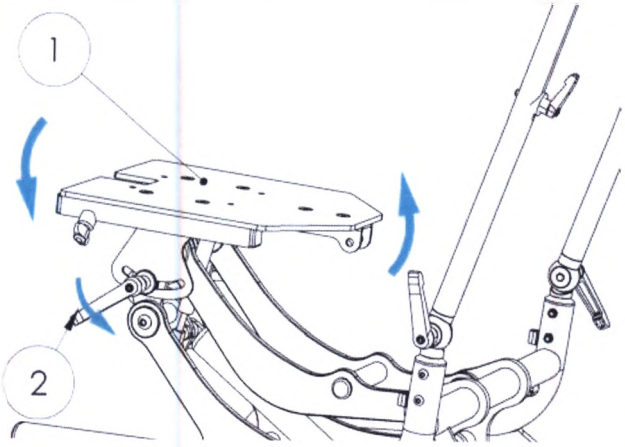

Рис. 18
7.2.6 Регулировка угла наклона платформы с помощью рукоятки *Рис. 18*